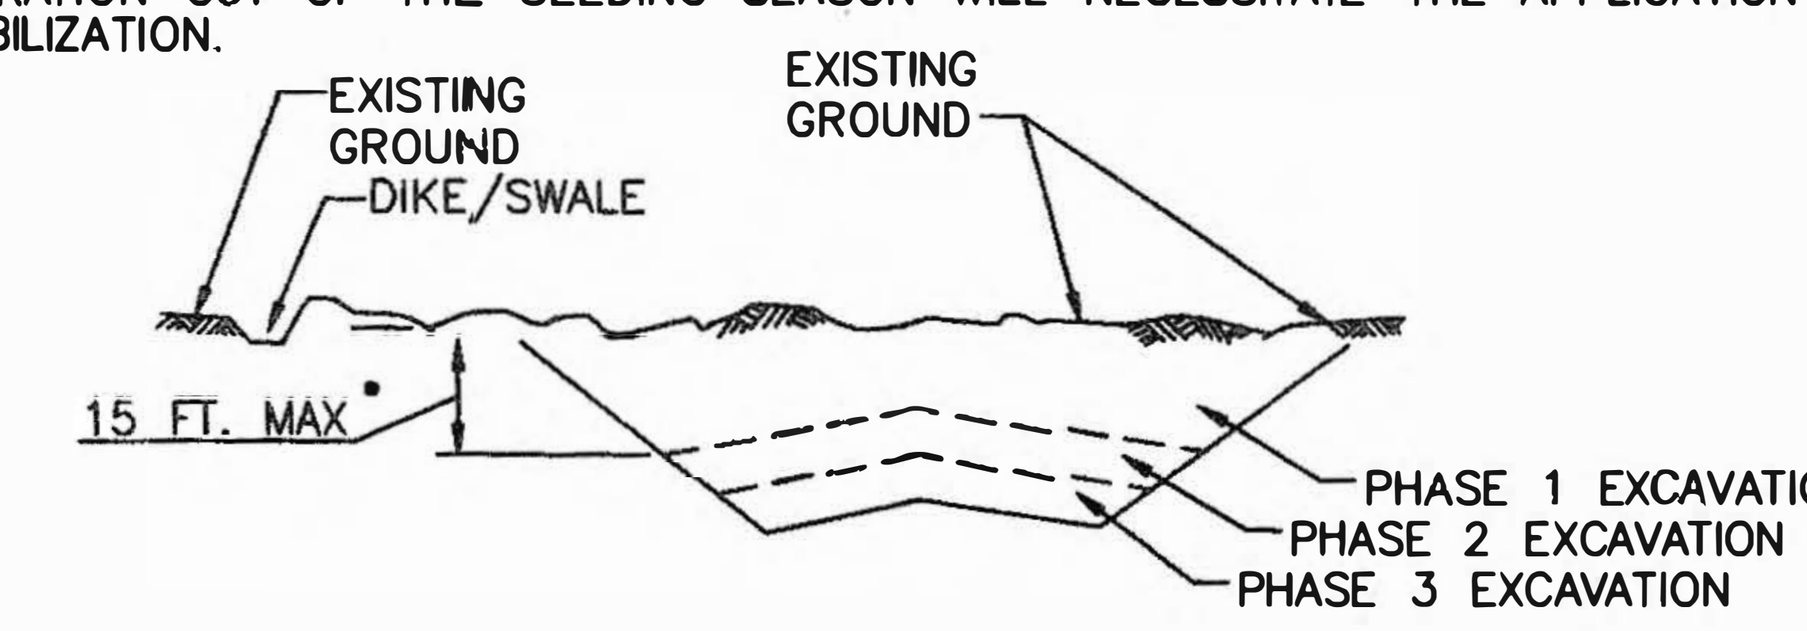

FIGURE B.1: INCREMENTAL STABILIZATION – CUT
B. CONSTRUCTION SEQUENCE EXAMPLE (REFER TO FIGURE B.1):